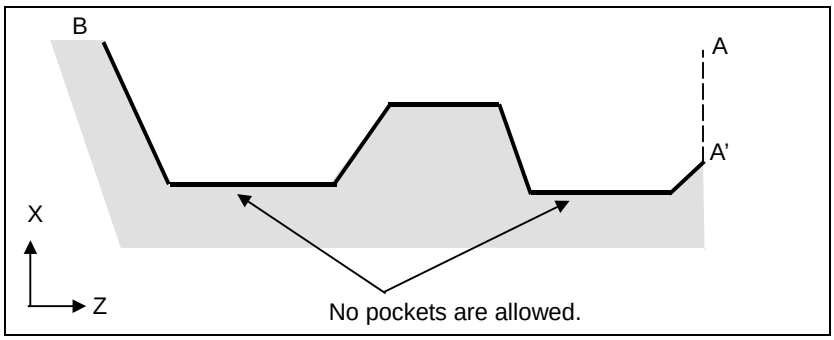

Fig. 6.4.1 (d) Figure which does not show monotone increase or decrease (type I)
(2) The figure along path A'-B must show monotone increase or decrease in the directions of both axes forming the plane (Z- and X-axes for the ZX plane). It must not have any pocket as shown in the Fig. 6.4.1 (d).